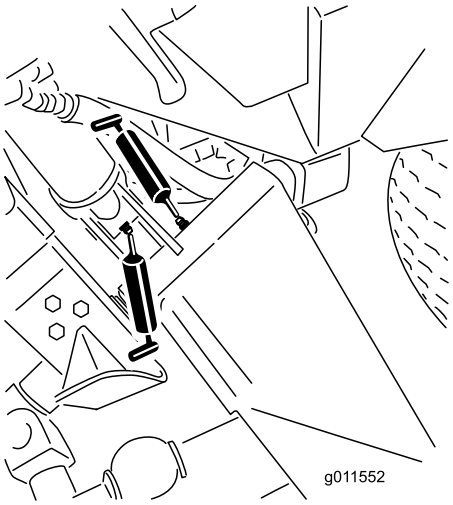
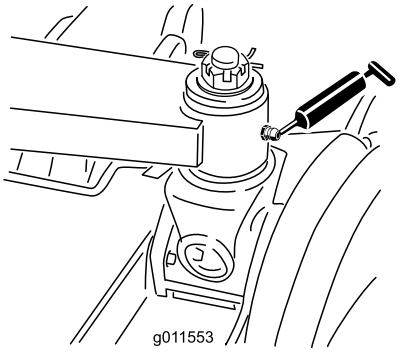

Figur 43
Figur 44
- Huvudlyftarmsbussningar (6) (Figur 43 och Figur 44)